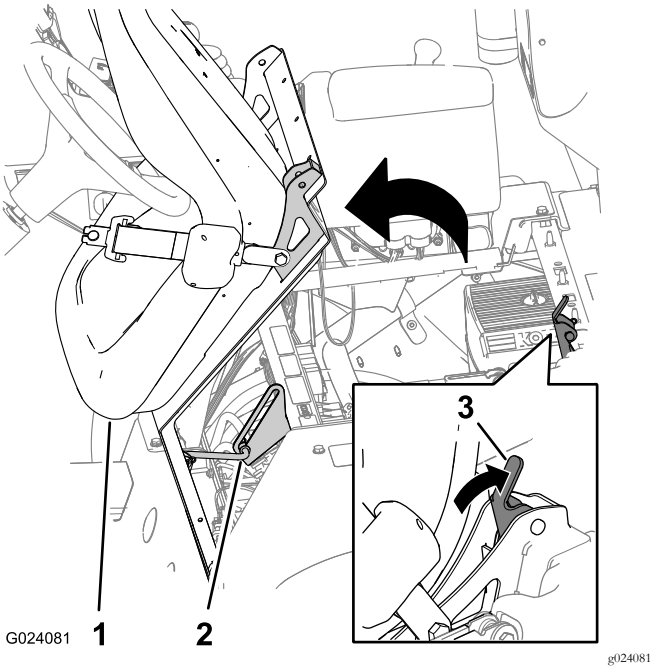

Figura 3
3. Desengate o banco empurrando a alavanca de engate do banco para trás (Figura 3).
4. Rode o banco e a placa do banco para a frente até que a extremidade da barra de apoio no suporte da barra da apoio fique na parte inferior da ranhura do suporte (Figura 3).